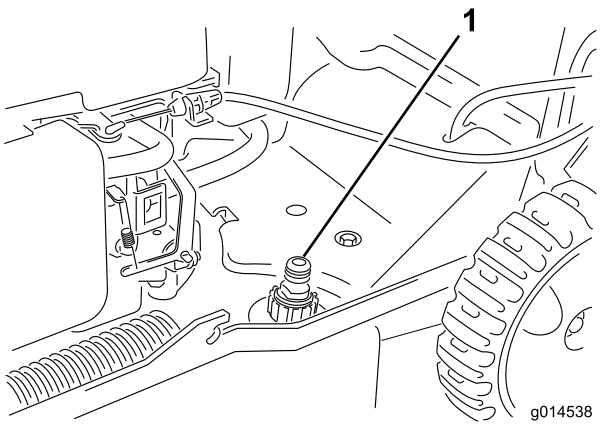

Figura 25
3. Collegate una canna da giardino al rubinetto dell'acqua ed al foro di lavaggio sulla scocca della macchina (Figura 25).